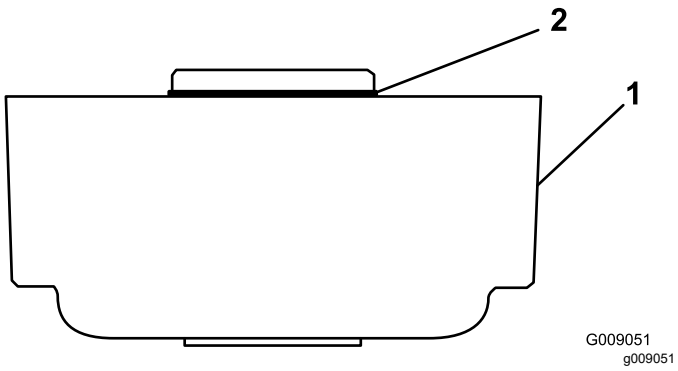

Bild 4
1. Stellen Sie sicher, dass der O-Ring auf das Rollenbürstengehäuse aufgelegt ist (Bild 4).